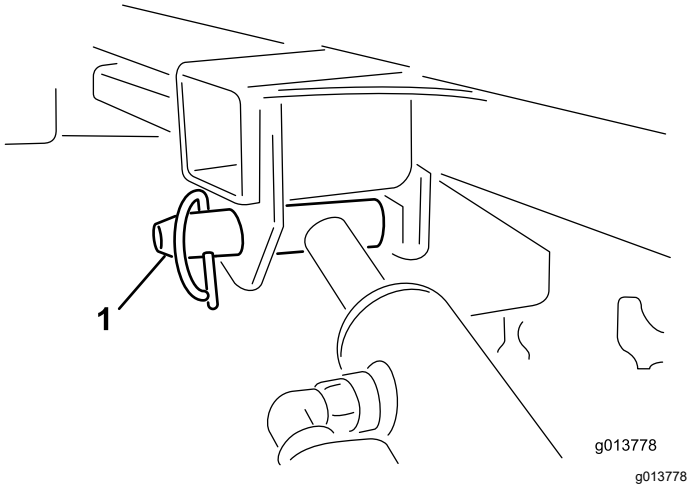

Figuur 53
11. Breng met een hand de hefcilinder omhoog. Verwijder met de andere hand de borgpen van de hefcilinder (Figuur 53).